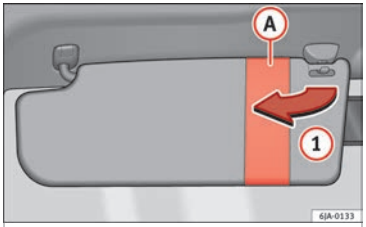
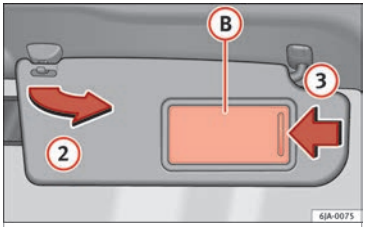

Fig. 138 Driver's sun visor.
Fig. 139 Front passenger's sun visor.
The sun visors for the driver and the front passenger can be pulled out of their central supports and turned towards the doors in the direction of arrow (1) ››› Fig. 138 and (2) ››› Fig. 139 respectively.
The front passenger sun visor includes a vanity mirror (B) with a cover. The cover is opened by sliding it in the direction indicated by arrow (3) ››› Fig. 139.